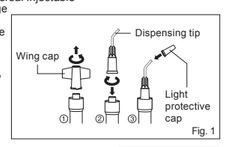

Fig. 1
1. Hold the syringe upright and remove the wing cap by turning counterclockwise (Fig. 1).